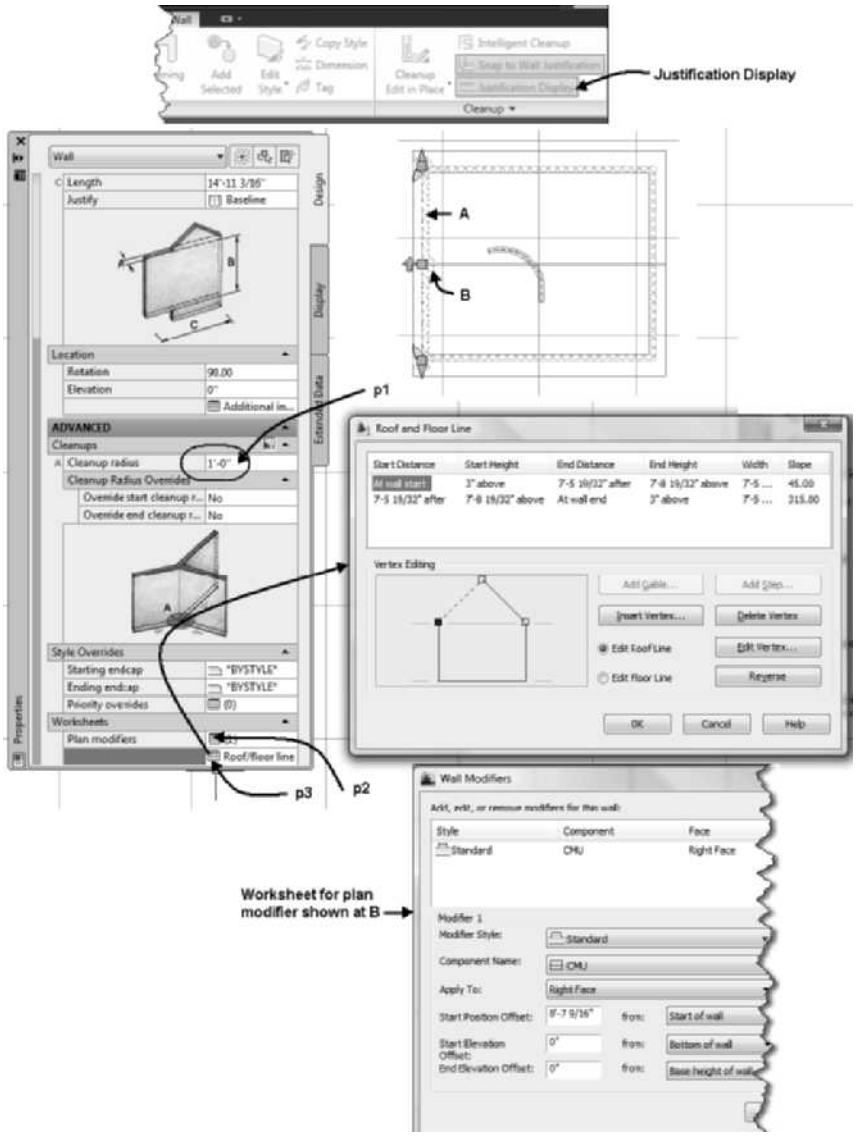

FIGURE 2.8 *Advanced section of the Properties palette for a wall*
20. In the Advanced section click the Cleanup radius field at **p1** shown in Figure 2.8, type **12"** [**300**]. The Cleanup radius discussed in this chapter can be used to merge components of walls. The Cleanup radius is graphically displayed by circles at each end of the wall as shown in Figure 2.8. The default cleanup radius for the remaining walls is 0; therefore the cleanup radius is not displayed. The Override start cleanup radius and Override end cleanup radius allow you to edit the cleanup radius for each end.
22. The Worksheets section includes Plan modifiers and Roof/floor line worksheets. Click the Plan modifier worksheet at **p2** of Figure 2.8 to view the settings for plan modifiers. A plan modifier is located near **B** as shown in Figure 2.8. Plan modifiers are vertical projections such as pilasters that are placed along the wall. Choose Cancel to dismiss the dialog box.
23. Retain the selection of wall **A** shown in Figure 2.8. To view the gable of the wall, choose **SW Isometric** from the View cube. Choose the Roof/floor line worksheet at **p3** in Figure 2.8. The Edit Roof Line radio button is toggled ON in the Roof and Floor Line worksheet; therefore the gable of the wall is defined in the upper pane.